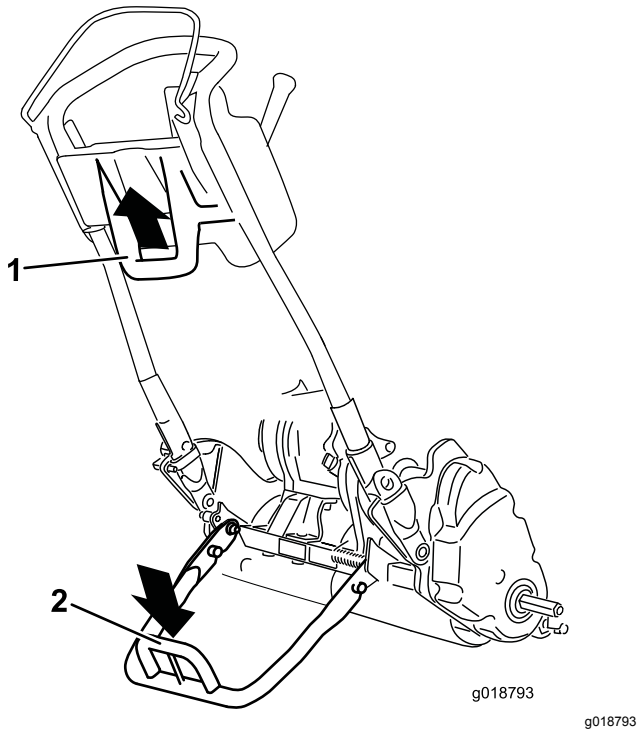

Figur 28
- Använd stödet när du monterar transporthjul genom att sänka ned det till marken och trampa på öglan samtidigt som du drar det nedre mitthandtaget uppåt och bakåt (Figur 28).